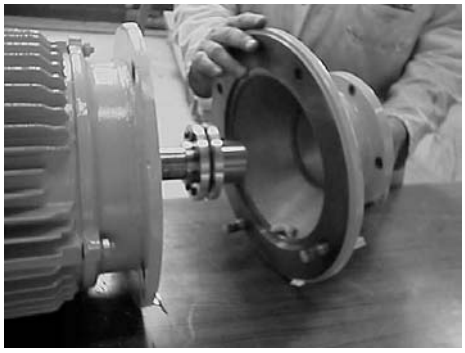

Fig. 20
5.29 Remove the Motor retention fasteners (45.S42) and separate the Motor Adaptor (45.45) from the motor. - **Fig. 20**